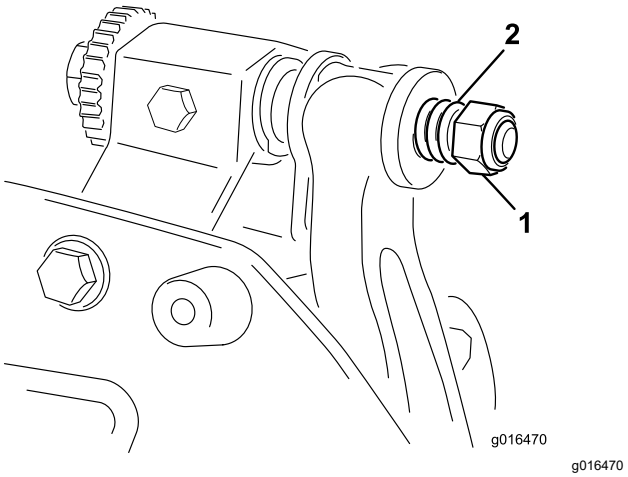

图 26
6. 旋紧弹簧加压螺母直到弹簧完全压紧然后往回松开 ½ 圈图 26。